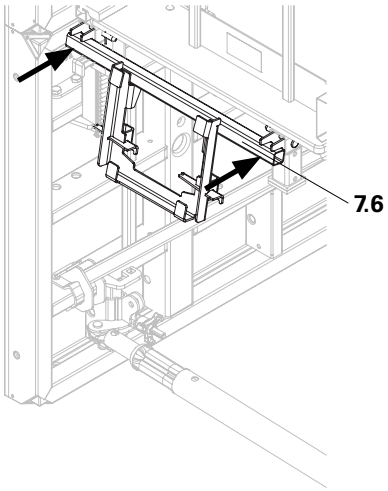

Fig. A9.03b
1. Introduire l’adaptateur d’échelle 120 (7.6) dans le profilé de la plate-forme et bloquer à l’aide de clavettes. (Fig. A9.03b)